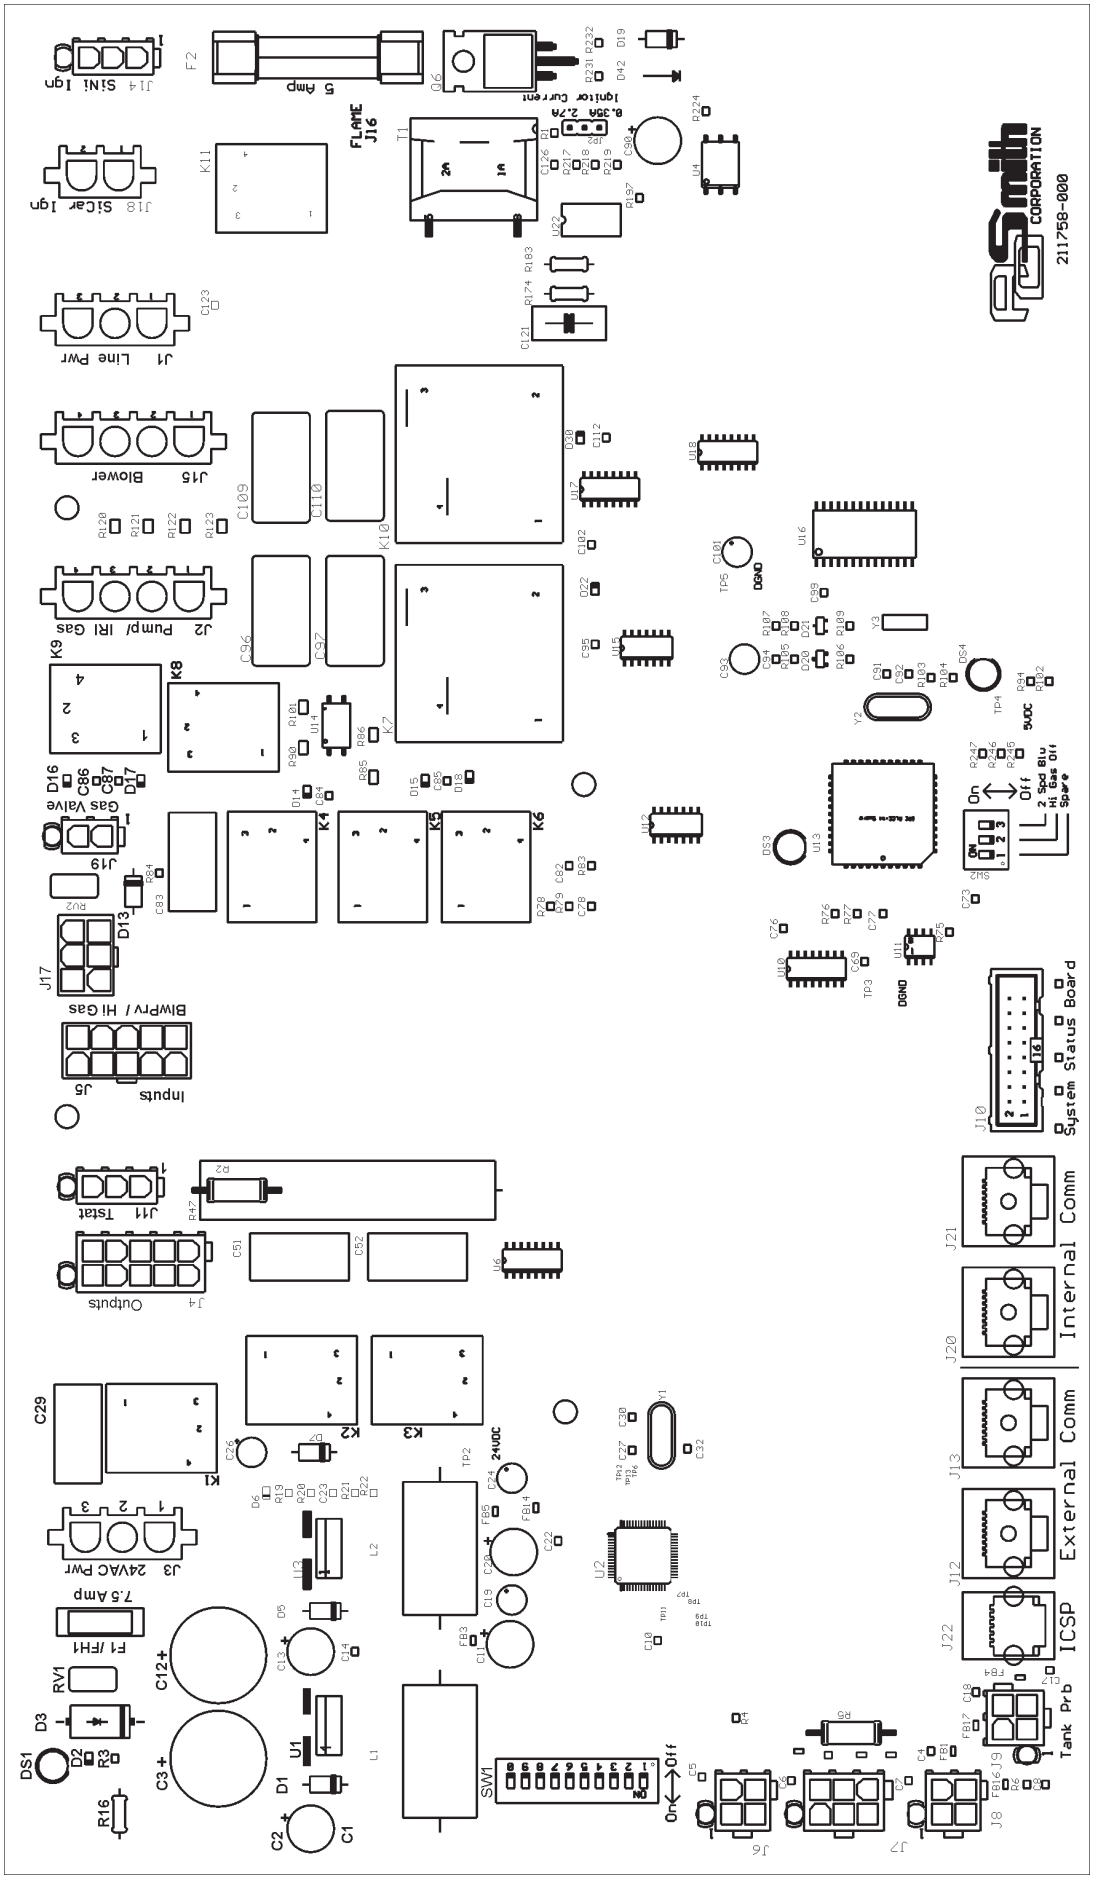

FIGURE 17A. - CCB CENTRAL CONTROL BOARD
- Central Control Board (CCB), see Figure 17A.